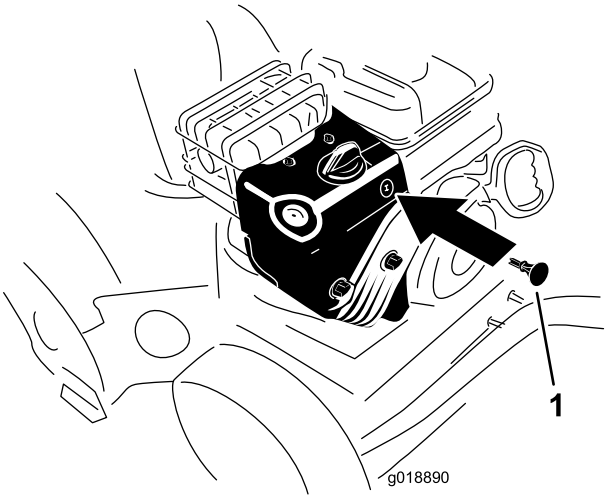

Rysunek 22
3. Włóż kluczyk zapłonu (Rysunek 22).